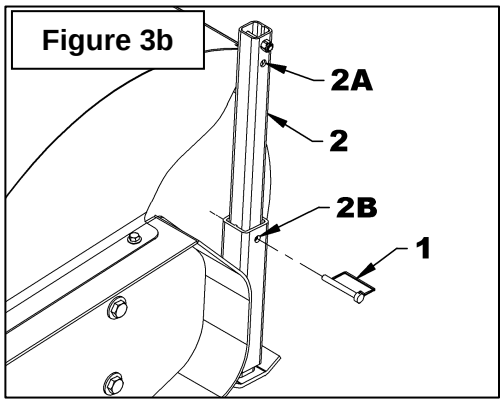
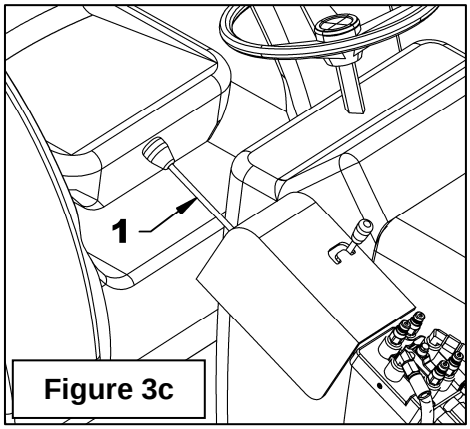

Figure 3b
Figure 3c
3. **Figure 3b:** Retirer la goupille de verrouillage carrée (item 1) du pied de stationnement arrière et fixer le dans l'un des trous de la section 2A à l'aide de la goupille de verrouillage carrée (item 1).
4. **Figure 3b-c:** Descendre le balai au sol à l'aide du levier de commande de la valve du tracteur (fig.3b, item 1) et s'assurer que le balai est bien appuyé sur les trois pieds de stationnement. Si ce n'est pas le cas, soulever le balai et fixer le pied de stationnement arrière dans un autre trou de la section 2A (fig.3c) et redescendre le balai au sol.